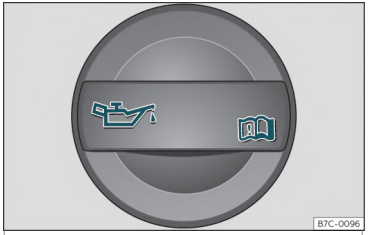

Fig. 203 În compartimentul motor: bușonul orificiului de umplere cu ulei.
- Deșurubați bușonul orificiului de umplere cu ulei de motor **›››** **fig. 203**.